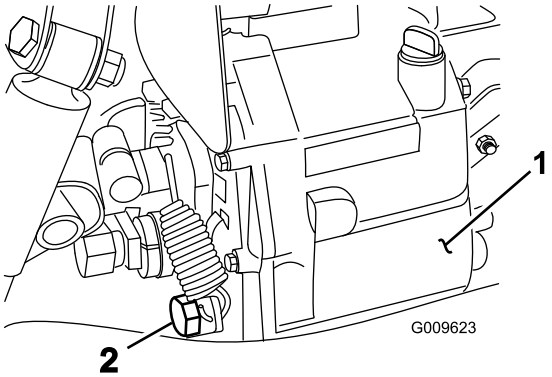

Figuur 68
2. Verwijder de aftapplug uit de zijkant van het reservoir en laat de hydraulische vloeistof in een opvangbak lopen (Figuur 68).